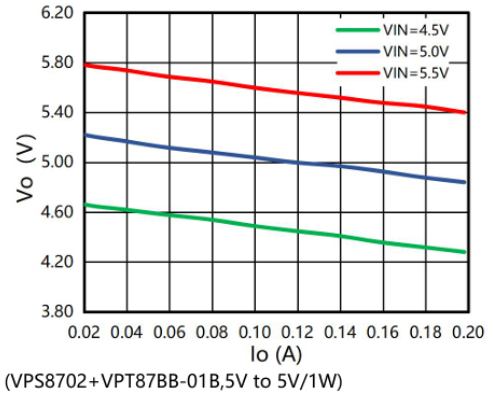

Figure 1: Output Voltage vs Load Current
Figure 1 illustrates the output voltage (VO) versus load current (IO) for input voltages of 4.5 V, 5.0 V, and 5.5 V. As the load increases, the output voltage drops slightly, with better voltage regulation observed at higher VIN levels. Even at full 200 mA load, the output remains within acceptable tolerance around 5 V, indicating strong load regulation across typical input voltages.